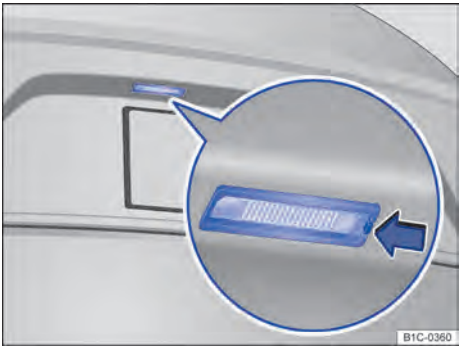

Fig. 195 No para-choque traseiro: lanterna da placa de licença.
2.	Com a lâmina plana da chave de fenda das ferramentas do veículo ⇒ Página 303, pressionar no sentido da seta no entalhe da lanterna da placa de licença ⇒ Fig. 195.